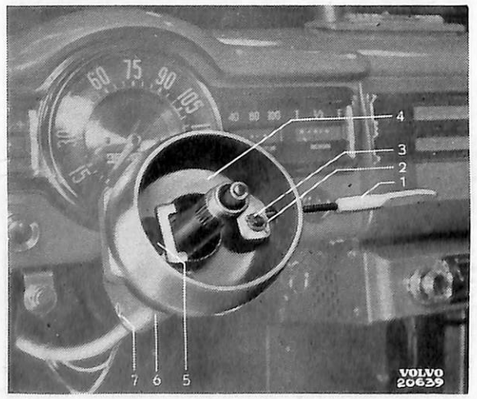

Bild 30. Körvisaromkopplare, tid. utf.
2. Skruva ur spaken (1 bild 30) för hävarmen (4). Tag bort saxpinnen (2) och brickan (3) och lyft upp hävarm med gummikudde (5) ur huset (6).